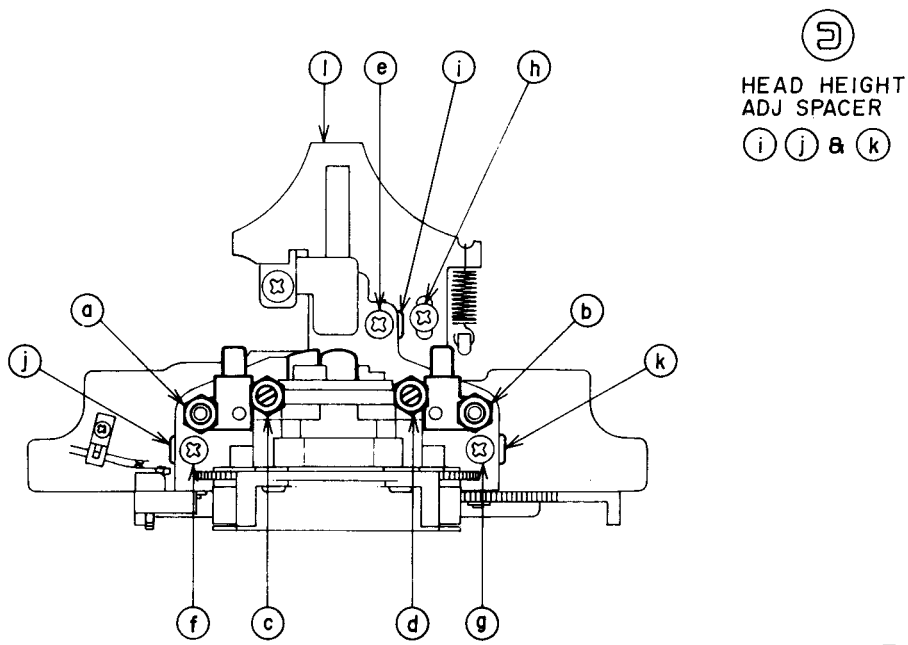

Fig. 6-2
2) Adjust the tape guides A and B by turning the tape guide height adjustment nuts ⓐ and ⓑ in Fig. 6-2, so that the tape runs smoothly by the lower edge of both tape guides, and the tape is not hitched by those tape guides.
6-4 HEAD BLOCK PROJECTION ADJUSTMENT (Refer to Figs. 6-2 & 6-3)